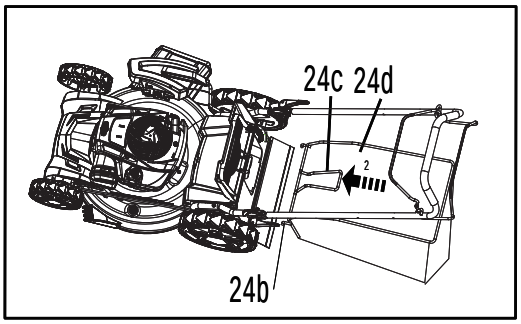

Fig5
5. Align the hooks (24b) with the slots and hang the grass bag onto it (Fig. 5, step 2)
6. Carefully release the rear deflector guard (23) afterwards.